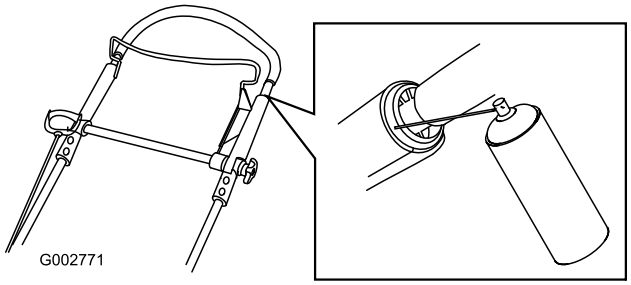

Figur 30
1. Spreja den yttre plaständen på det inre handtaget (Figur 30).